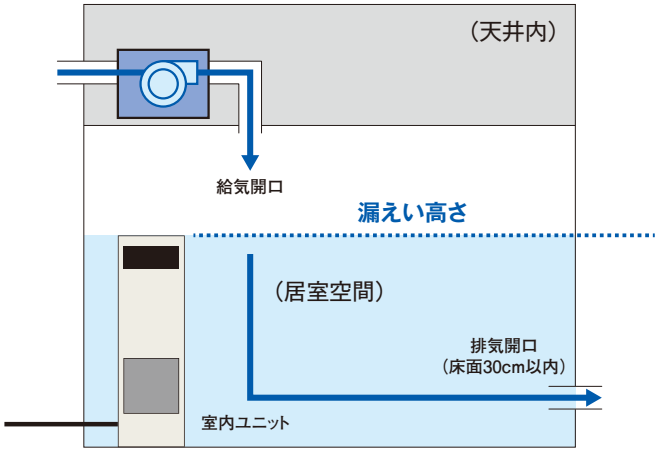

図3 給気開口が天井、排気開口が床面の場合
- 給気開口は室内上部に設け、排気開口は対向する壁面に可能な限り低く（床面30cm以内）する。（図3）